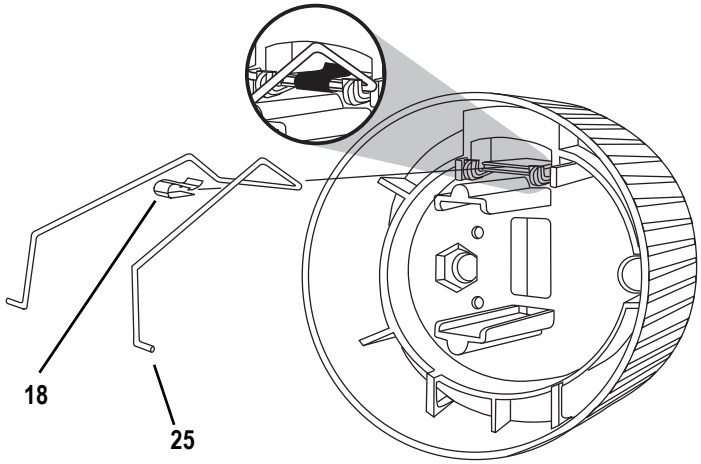

**Figure 4**
Step 10: Set the crossbar of the retainer clip (25) under the two hooks on the clip bracket as shown in *Figure 4*.
Step 11: Place the Tinnerman clip (18) over the retainer clip crossbar between the two hooks and press it down firmly until it snaps into place.